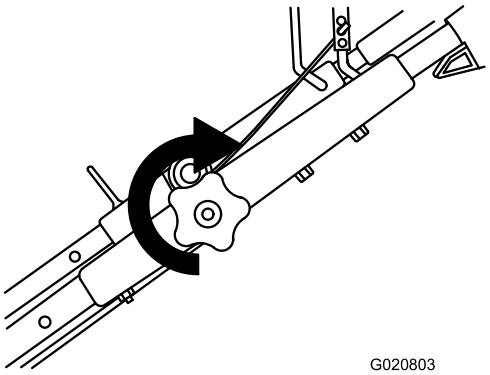

Figur 4
2. Stram den øverste håndtagsknap så meget som muligt (Figur 4).